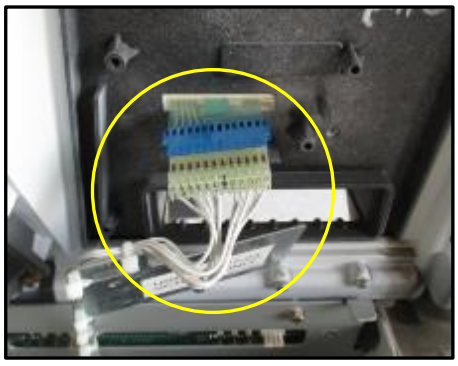

Fig 1.7 – Emplacement de l'assemblage du câble du clavier ADA
9. Débranchez le clavier ADA (le cas échéant). (Fig. 1.7)